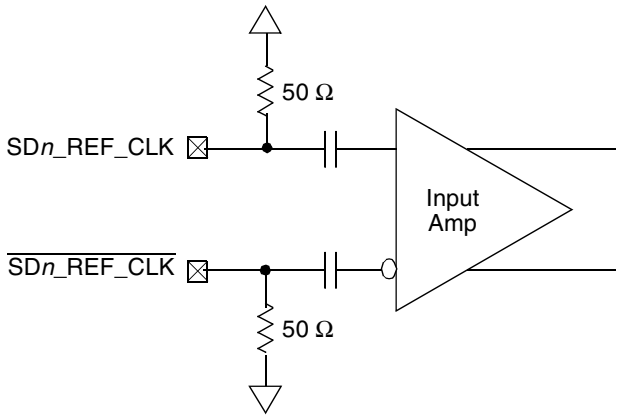

Figure 49. Receiver of SerDes Reference Clocks
Figure 49 shows a receiver reference diagram of the SerDes reference clocks.
- The SD*n*_REF_CLK and $\overline{\text{SD}n\text{_REF_CLK}}$ are internally AC-coupled differential inputs as shown in Figure 49. Each differential clock input (SD*n*_REF_CLK or $\overline{\text{SD}n\text{_REF_CLK}}$) has a 50 Ω termination to SGND_SRDS*n* (xcorevss) followed by on-chip AC-coupling.